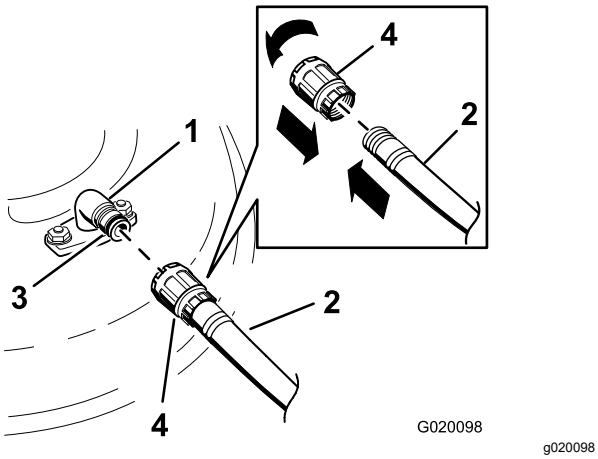

Figuur 74
3. Bevestig de slangkoppeling aan de wasaansluiting van de maaimachine en draai de waterkraan helemaal open (Figuur 74).